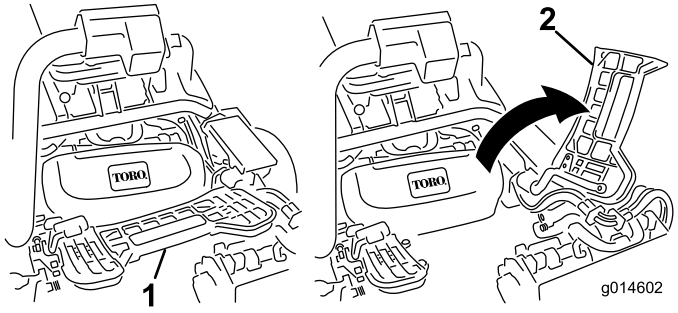

**Figur 32**
1. Hæv fodstøtten og vip den åben, så du får adgang til den midterste klippeenheds position (Figur 32).